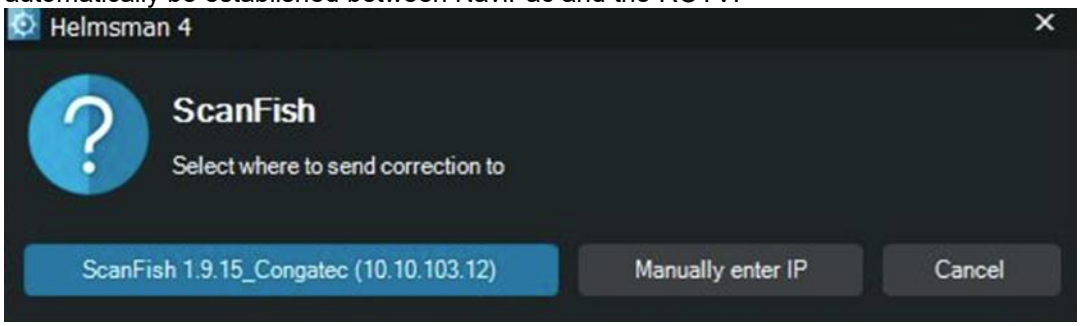

Figure 6 Helmsman select location for correction
- **Target ScanFish** displays the current connection. If the connection is not automatically established, **Target ScanFish** will display **<None>**. When the button is clicked, the view in Figure 6 will appear.